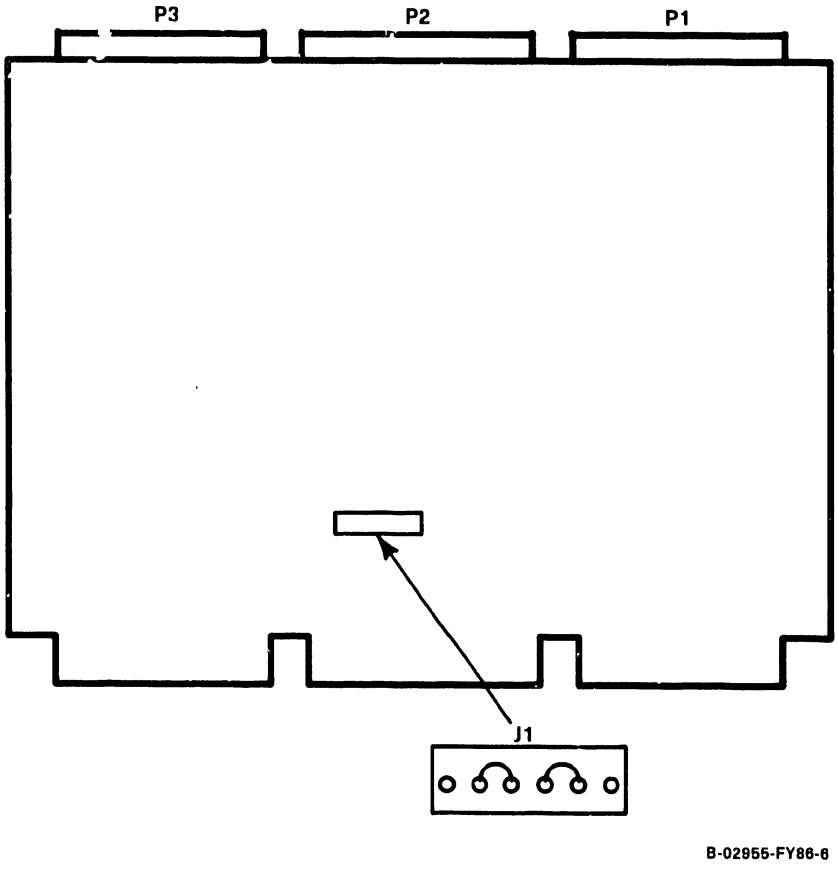

Figure 7-10. VS-6 CPU Board (210-8699) Jumper Locations/Positions
3) After checking jumper positions (figure 7-10), install the new/upgraded CPU board.